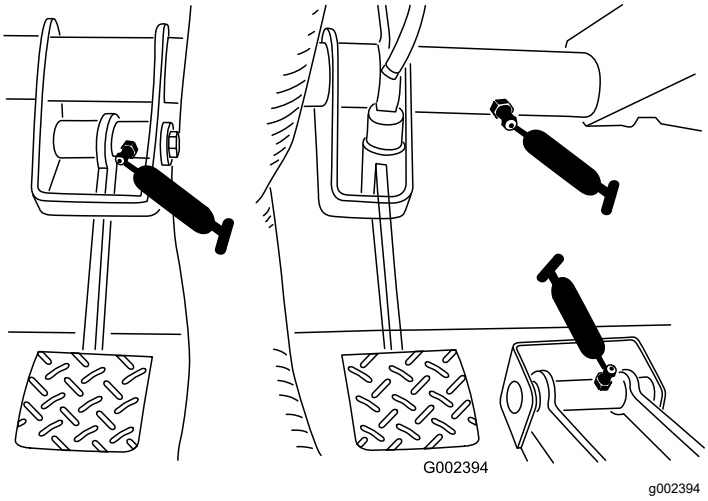

**Figura 29**
- **Embrague (1)**; consulte Figura 29
- **Acelerador (1)**; consulte Figura 29
- **Freno (1)**; consulte Figura 29